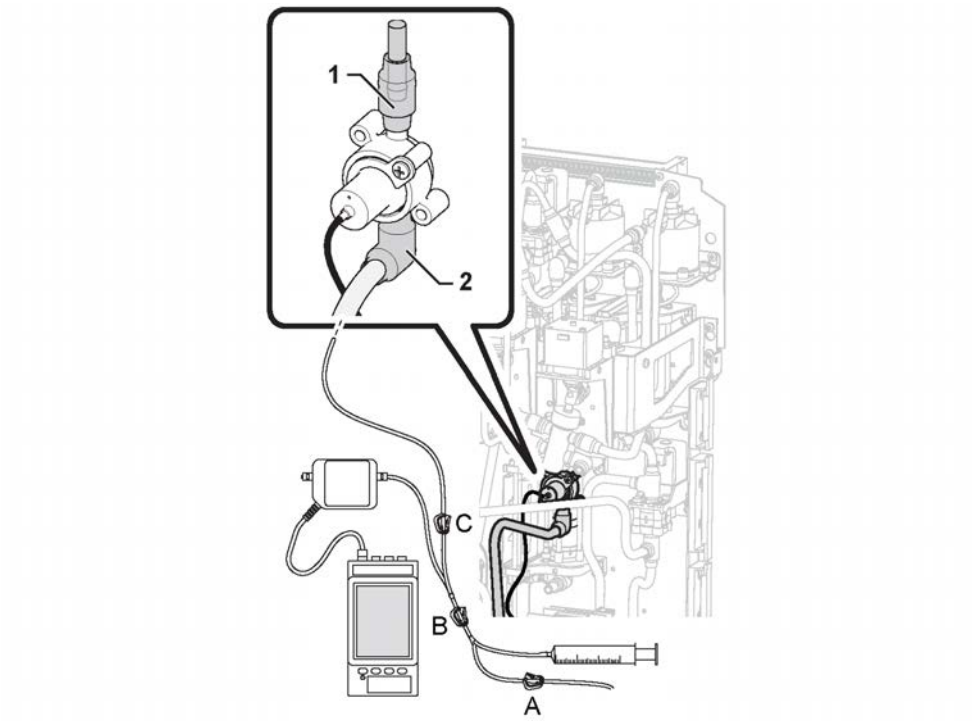

Figure 7-10. Connect reference instrument
1) Replace the silicone T-connector from the HPG pressure transducer with a straight silicone connector. Insert a plug (from the calibration kit) according to Figure 7-10 “Connect reference instrument” on page 170.
2) Connect Gambro reference instrument to the angled silicone connector according to Figure 7-10 “Connect reference instrument” on page 170.